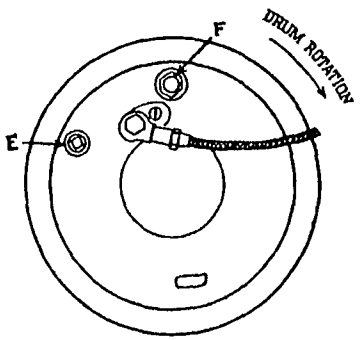
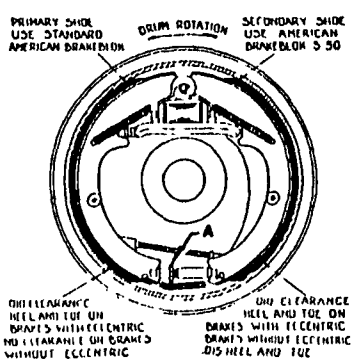

Figure 8
Figure 9
2. Loosen locknut E (Fig. 8) on eccentric adjustment and place a .010 inch feeler between lining and drum at adjusting screw end of that shoe which bears against eccentric.
4. Turn star wheel A (Fig. 9) until a slight drag is felt at each car wheel. Back off one notch at a time until wheels are free.
2. Loosen anchor locknut F (Fig. 8) one turn and insert a .010 feeler gauge between lining and drum at anchored end of eccentric-controlled shoe.
4. Turn star wheel A (Fig. 9) until a slight drag is felt at car wheel. Back off until wheel is free of drag.
Most of the late model Bendix Hydraulic Brakes do not have the eccentric adjustment "E" shown in Figure 8. On these brake assemblies, all the mechanic has to do is adjust the star wheel A (Fig. 9) and the anchor pin F (Fig. 8). For a major adjustment the drum inspection hole is placed opposite the center of the Secondary Shoe. A screw driver is placed between the Secondary Shoe and the brake drum in order to force the Primary Shoe tightly against the drum. The adjusting screw is turned and the anchor pin moved if necessary in order to obtain .015" clearance between the drum and each end of the Secondary Shoe. The Primary Shoe is kept in close contact with the drum throughout the adjustment procedure. In some cases the anchor pin is eccentric and in other cases it is movable in an elongated slot. (See page 15.)
Figure 9 shows the recommended brake lining when the material is cut from roll stock.